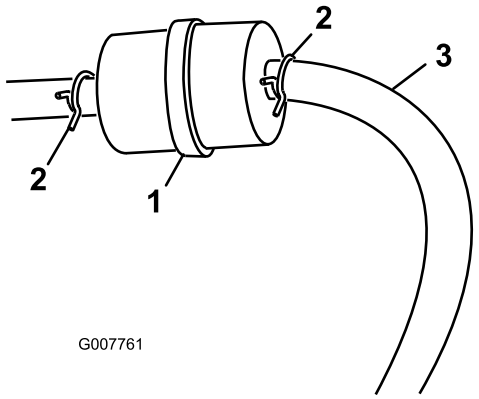

Figuur 27
3. Druk de uiteinden van de slangklemmen naar elkaar toe en schuif ze weg van het filter (Figuur 27).
5. Monteer een nieuw filter en schuif de slangklemmen terug tot dicht bij het filter (Figuur 27).
3. Maak de slangklem op het brandstoffilter los en schuif deze over de brandstofslang weg van het brandstoffilter (Figuur 27).
4. Ontkoppel de brandstofslang van het brandstoffilter (Figuur 27).
Opmerking: Laat de benzine in een benzineblik of opvangbak lopen (Figuur 27).
5. Plaats de brandstofslang op het filter. Schuif de slangklem dicht op het filter om de brandstofslang vast te zetten (Figuur 27).